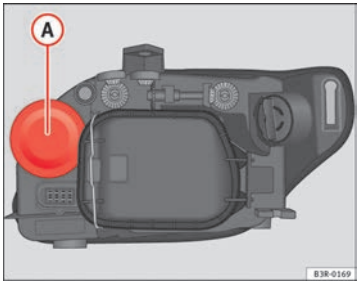

Fig. 208 Main beam headlights
- Pull up on the rubber cover (A) ⇒ Fig. 208 to remove it.